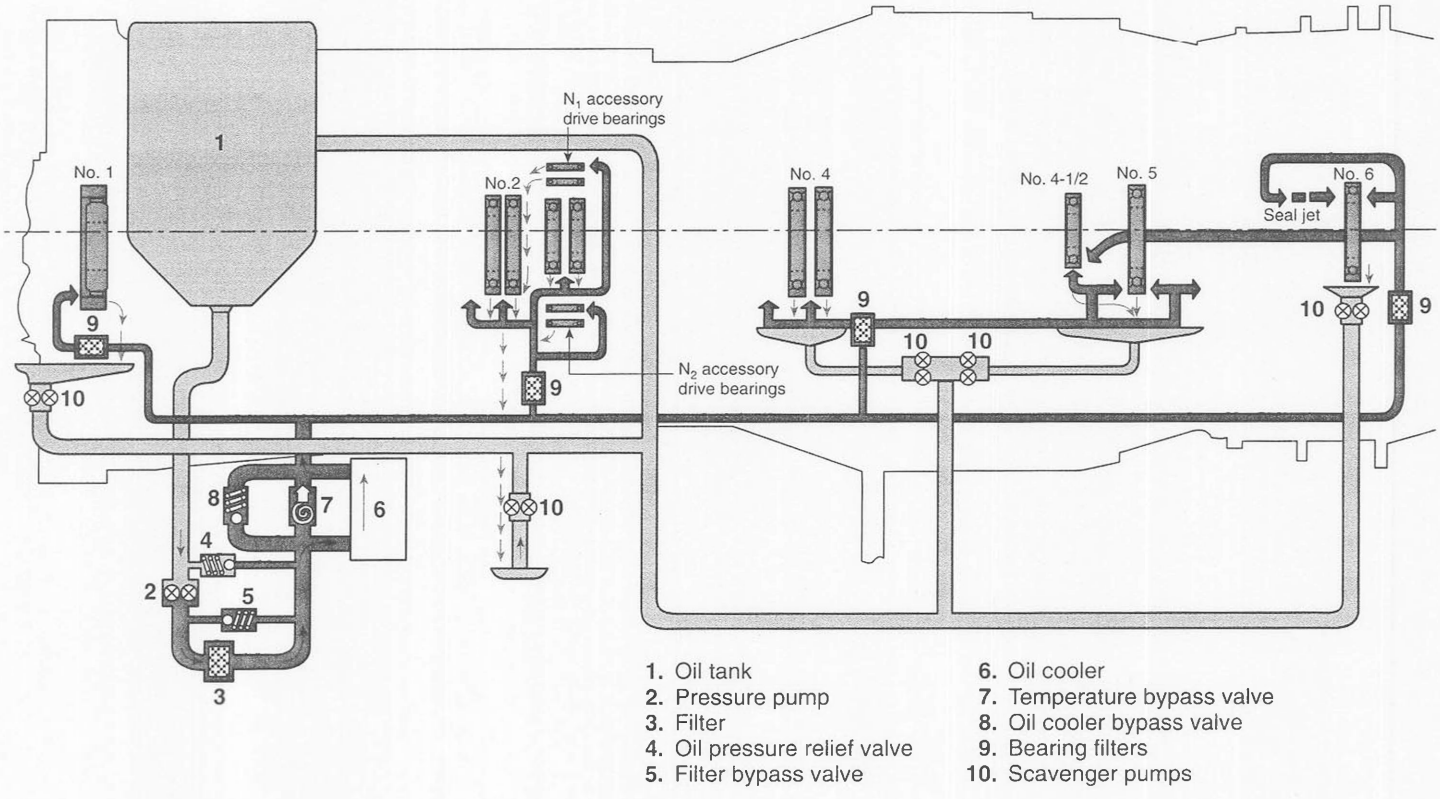
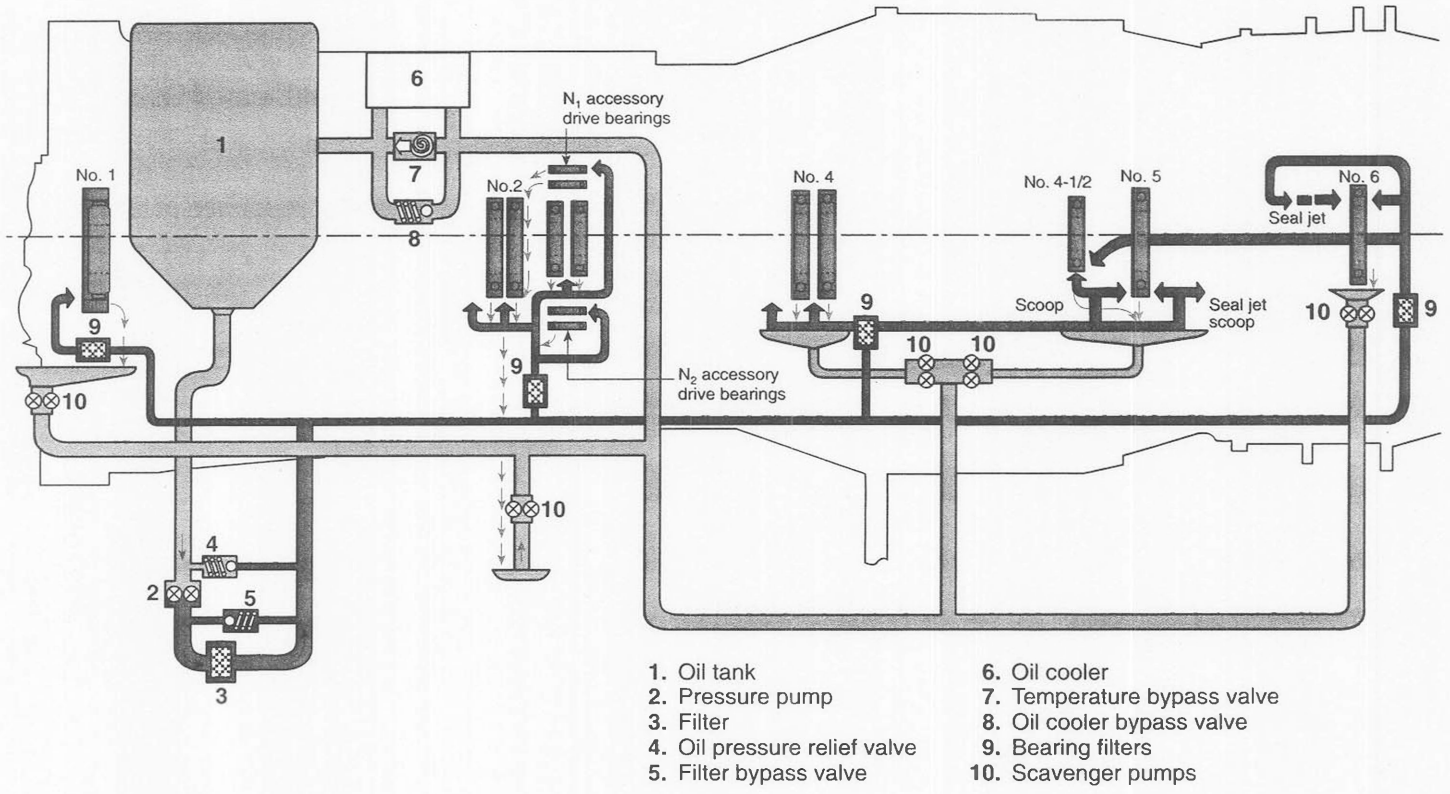

Figure 11-1. *A typical hot-tank dry-sump lubrication system for a dual-spool axial-flow turbojet engine*
Figure 11-2. *A typical cold-tank dry-sump lubrication system for a dual-spool axial-flow turbojet engine*
By far the more popular lubrication system is the dry-sump type, in which the oil, after serving its lubrication and cooling functions, is returned by scavenger pumps to a tank outside of the engine proper. There are two types of dry-sump lubrication systems: the hot-tank system (Figure 11-1), and the cold-tank system (Figure 11-2).
In the lubrication system in Figure 11-1, the oil is carried in the oil tank (1) and flows by gravity to the main pressure pump (2). From there, the pressurized oil flows through the filter (3) and through the air/oil heat exchanger, or oil cooler (6), to the bearings through the four bearing filters (9). The pump pressure is maintained at the correct value by the pressure relief valve (4). If the pressure exceeds that for which the relief valve is set, the valve offseats and returns the excess oil back to the inlet side of the pump. If the filter should clog, the filter bypass valve (5) will offseat and allow unfiltered oil to flow through the system.
The cold-tank system in Figure 11-2 is the same as the hot-tank system, except for the placement of the oil cooler and the temperature bypass and cooler bypass valves.